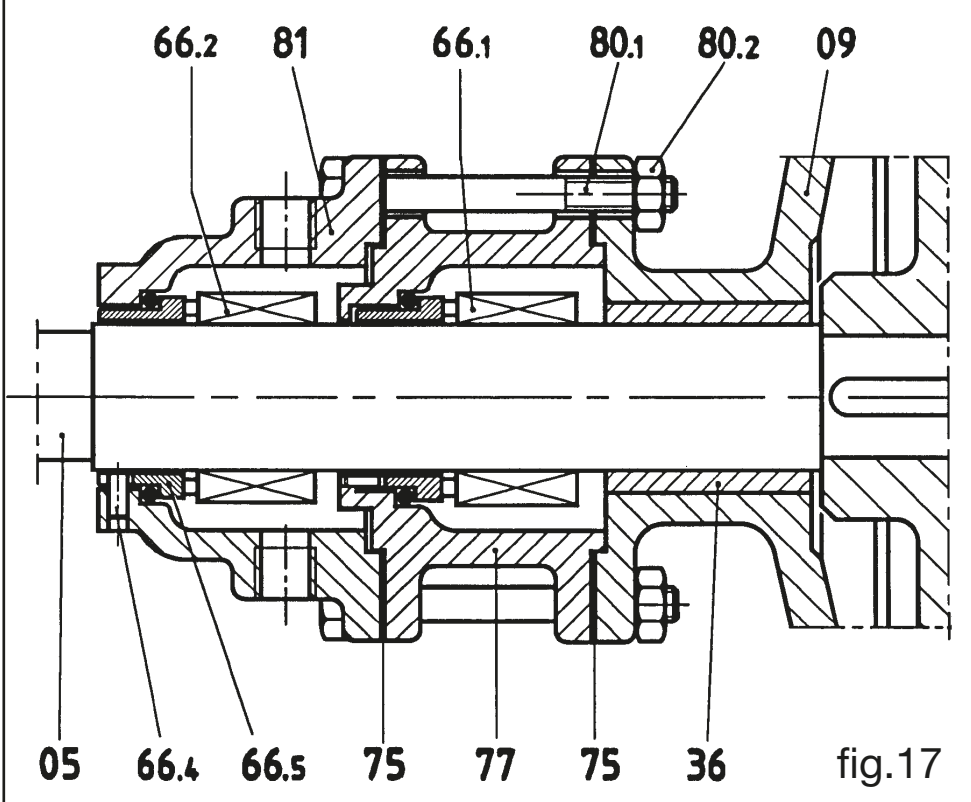

fig.17
11.10 Extracción de la junta estanca mecánica simple ST7 (fig. 17)